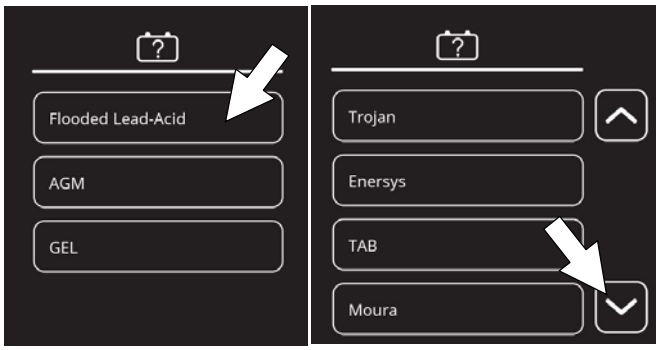

図 127
4. 本機に搭載されたバッテリーの種類とブランドを選択します（図127）。